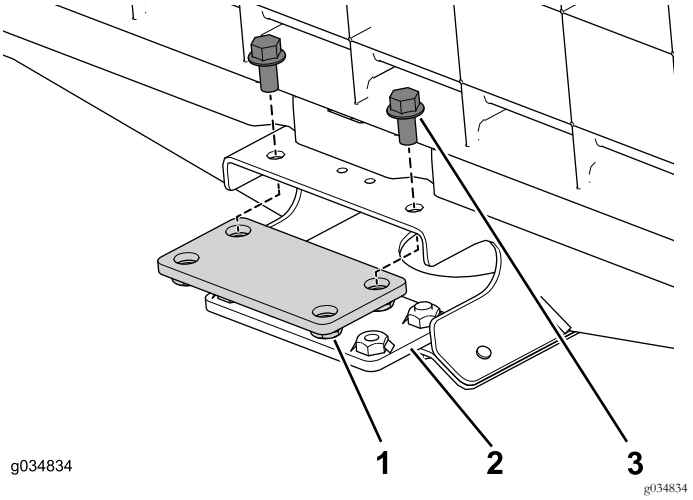

Bild 69
1. Befestigen Sie die oberen und unteren Verbindungsplatten mit den vier Bundbolzen (3/8" x ¾") lose am mittleren Kanal am vorderen Abschnitt (Bild 69).